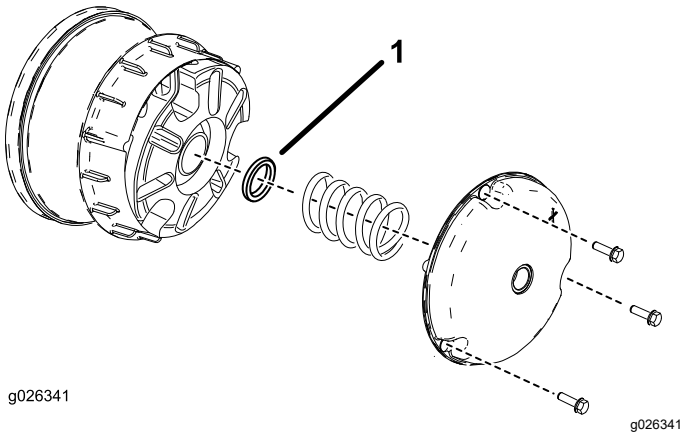
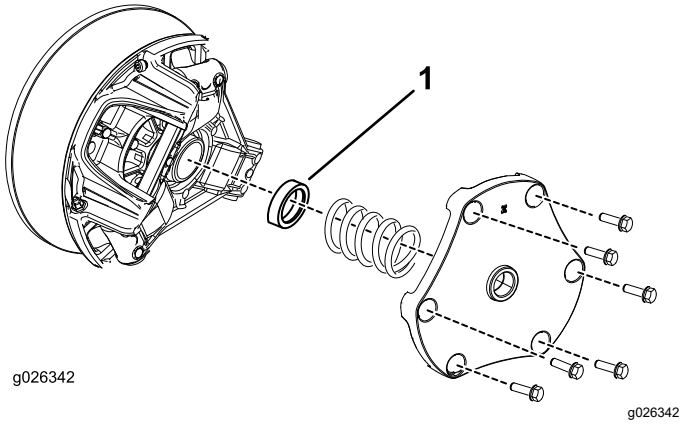

Figura 12
Figura 13
1. Retire los pernos que sujetan la tapa del embrague primario, según se muestra en Figura 12 y Figura 13.
2. Retire el muelle y deseche el espaciador (consulte Figura 12 y Figura 13)